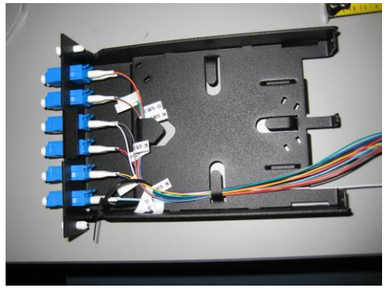

Figura 3
3.4 Desenrolle el cable flexible del área de almacenamiento. Si es un módulo de 24 fibras, organícelos en grupos de 12 fibras basado en los requerimientos de empalme y orden de código de color. Los cables se organizan en los adaptadores de acuerdo con la disposición de doble polaridad 568-C.3 de la norma ANSI/TIA (Ver Figura 3).